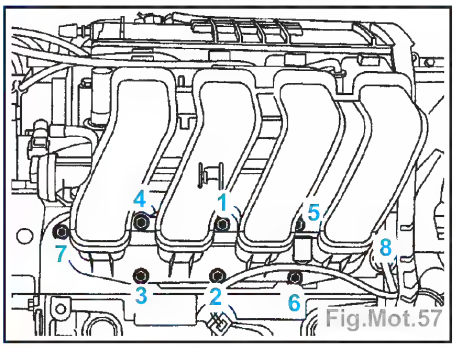

Fig.Mot.57
- Visser à la main les huit vis, puis effectuer un préserrage sur les vis (4) et (5) au couple de 0,6 daN.m (Fig.Mot.57).